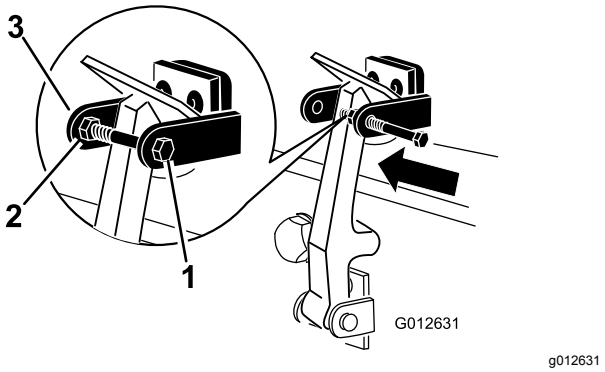

Figura 8
8. Montate il bullone nell'altro braccio della staffa di chiusura del cofano per fissare il fermo in posizione (Figura 8).